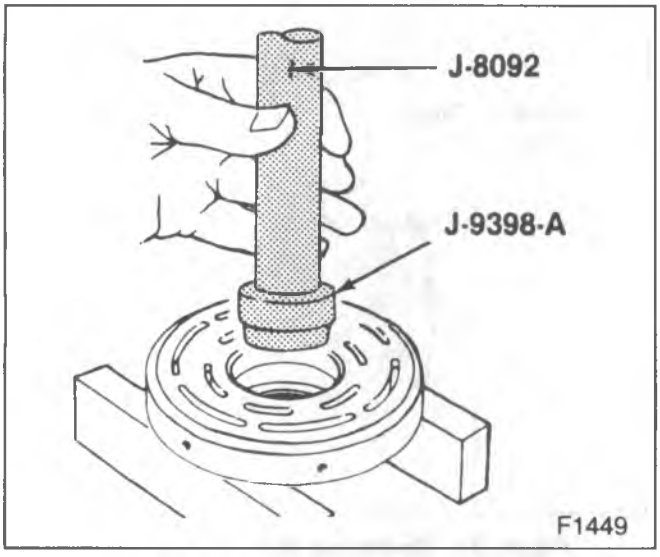

Figure 77 – Removing the Bearing
Install or Connect (Figures 77 and 79)
1. Bearing to the rotor and hub assembly with J 8029 and J 9481-A (figure 77).
- Using a center punch with a 45 degree angle point, stake 1.1-1.4 mm (0.45-0.55 inch) deep in the places 120 degrees apart (figure 77).